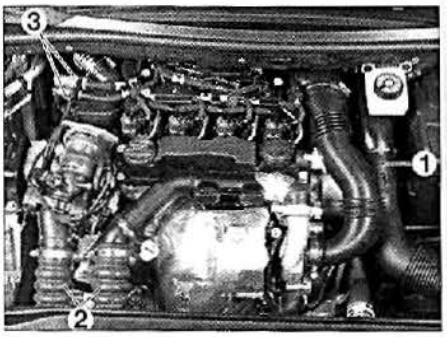
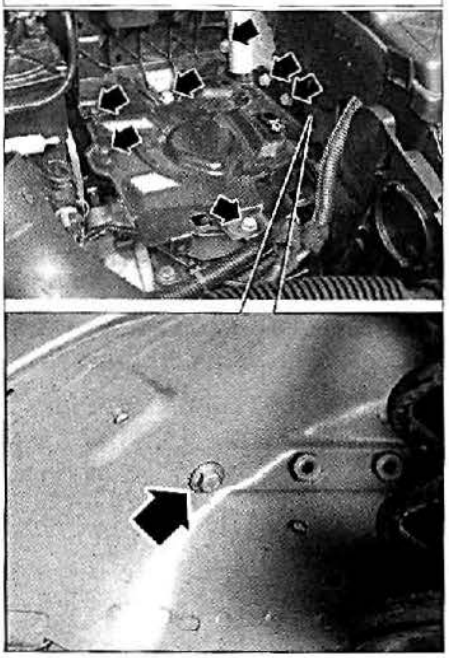

FIG. 54
FIG. 55
- el conducto de aire (1) **(fig. 54)**.
- los tubos (2).
- el soporte batería (fig. 55).
Es necesario desmontar el paso de rueda delantero izquierdo para desmontar uno de los tornillos de fijación del soporte de batería (fig. 55).
- las tuberías de sobrante combustible (3) **(fig. 54).**